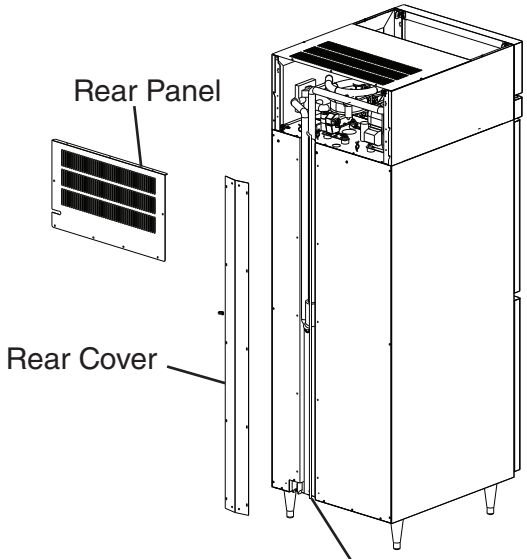

Fig. 3
2) Uncoil the suction hose and route to the bottom of the unit. See Fig. 3.